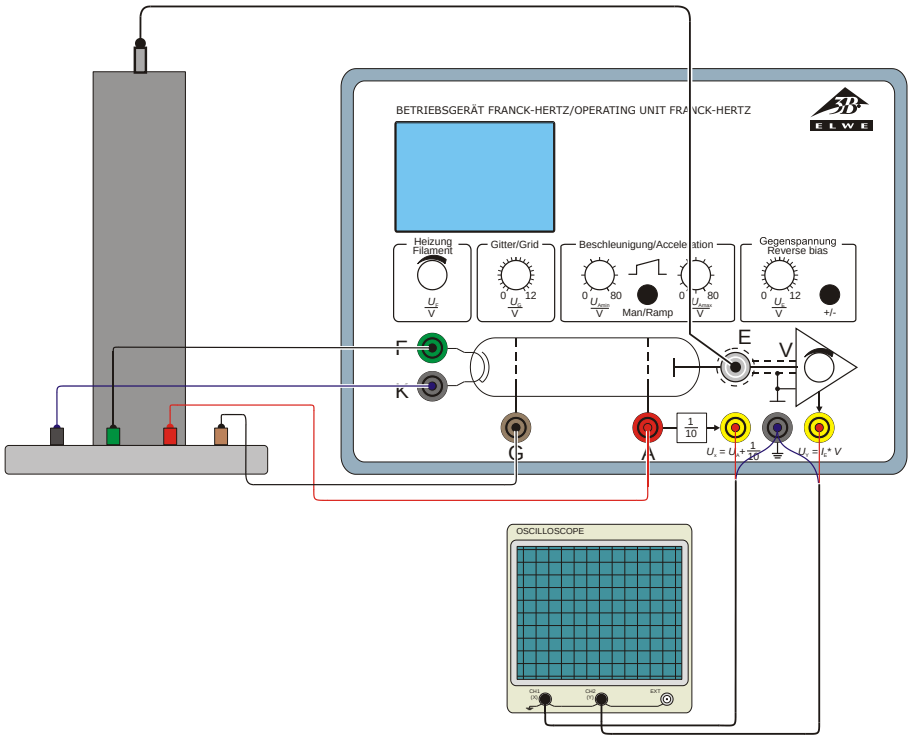

Fig. 2 Experimenteller Aufbau Franck-Hertz-Röhre mit Ne-Füllung
- Beschaltung gemäß Fig. 2 vornehmen.